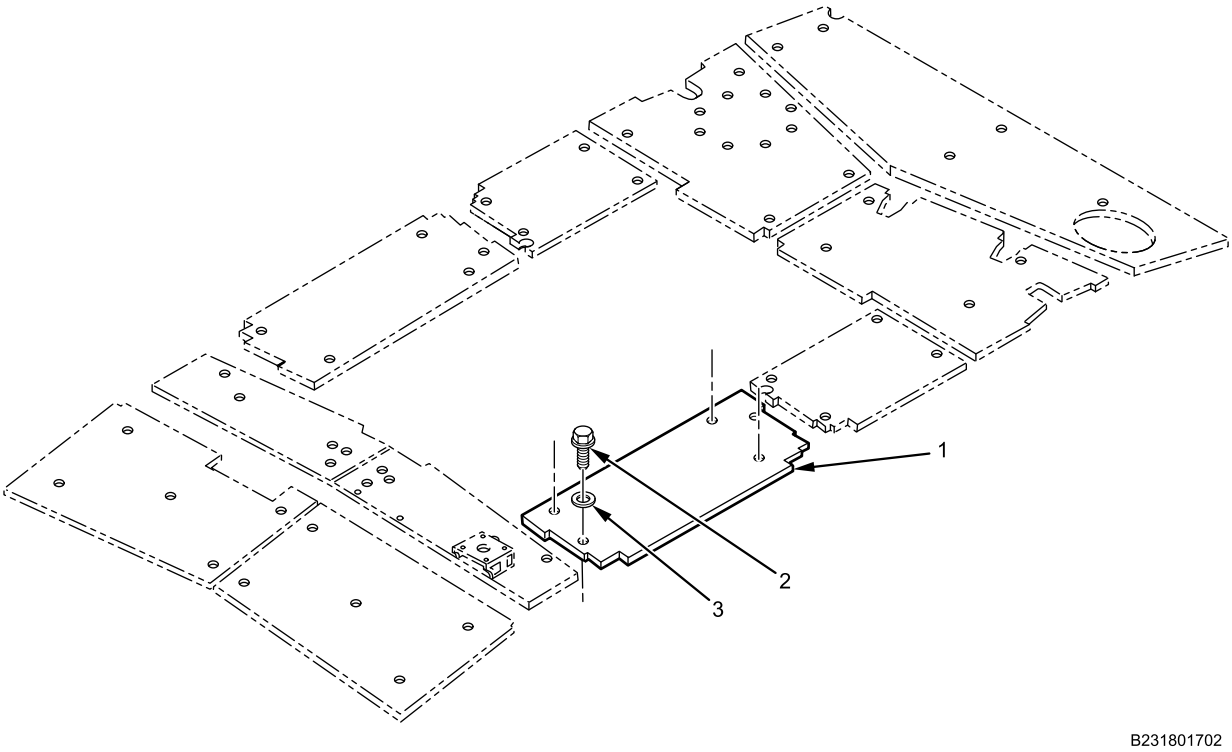

Figure 2. Roof Armor Middle Front Panel.
1. Apply corrosion preventive compound on bolts (Figure 2, Item 2).
2. With assistant, install middle front roof armor panel (Figure 2, Item 1) with four bolts (Figure 2, Item 2) and washers (Figure 2, Item 3). Torque bolts to 34-38 lb-ft (46-51 N•m).